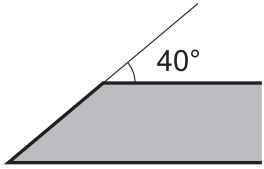

Рис. 29 Угол заточки ножа
1. Поместите край лезвия ножа под углом 40° для заточки (Рис. 29). Заточите кромку лезвия шлифовальным кругом.